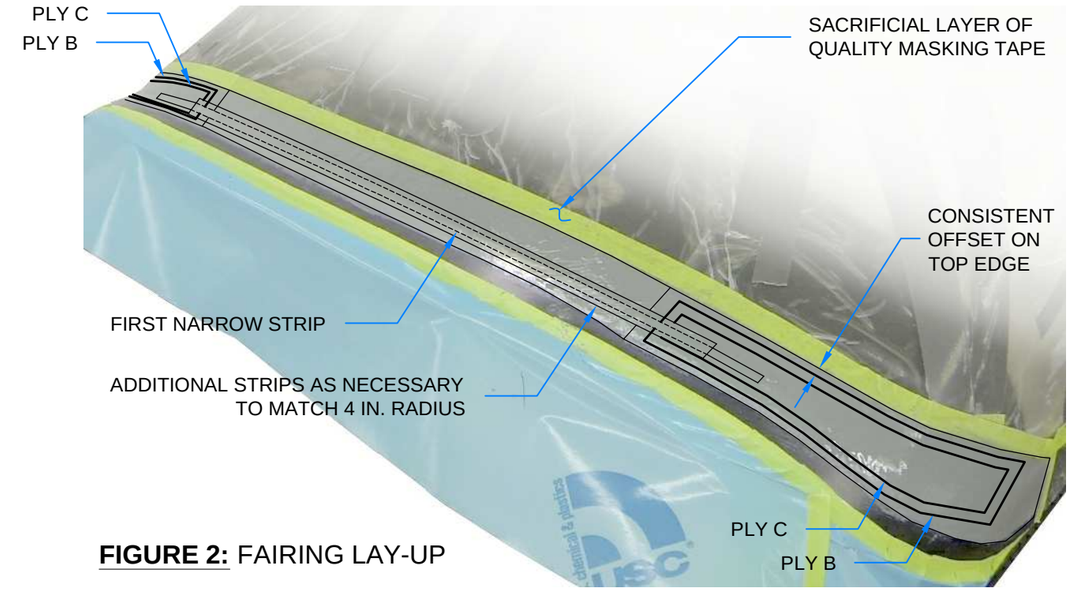
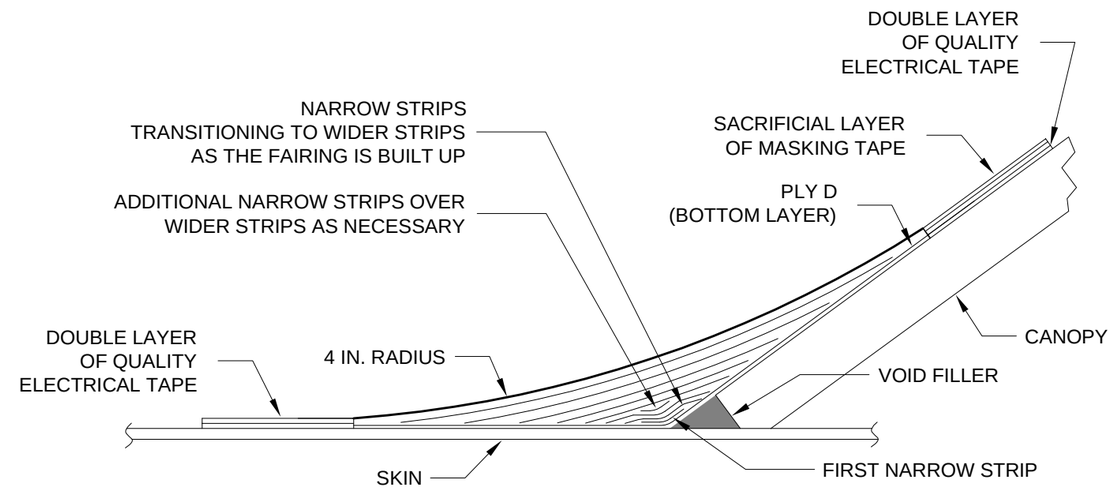

FIGURE 2: FAIRING LAY-UP
FIGURE 3: SAMPLE FAIRING CROSS SECTION (INBOARD)
Step 3: The partially cured dyed resin will not allow very much positioning leeway after Ply B comes into contact with it. Carefully position Ply B on the Canopy Assembly as shown in Figure 2.
Step 4: Apply a narrow strip of glass cloth to begin building the layup shown in Figure 2 and Figure 3.
Step 6: Apply Ply C as shown in Figure 2 and Figure 3.
Step 1: Use the radius gauge to fabricate the Radius Sanding Block shown on Page 38-41, Figure 3.